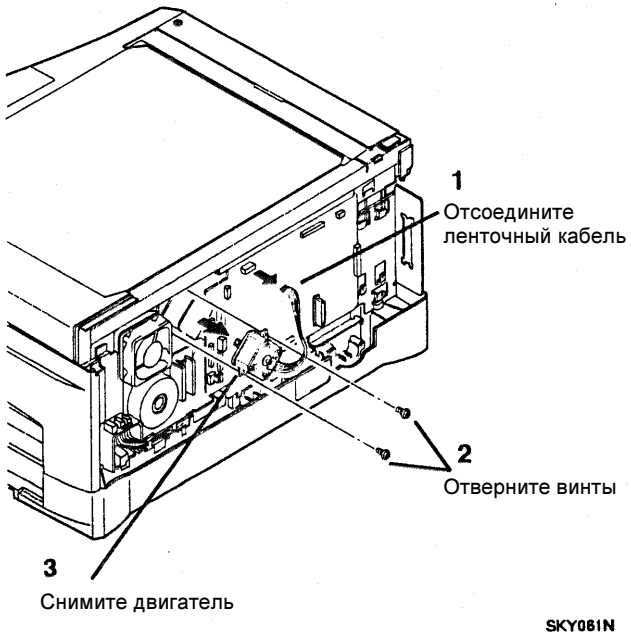

Рисунок 1. Снятие двигателя привода сканирования
4. (Рисунок 1): Снимите двигатель привода сканирования.